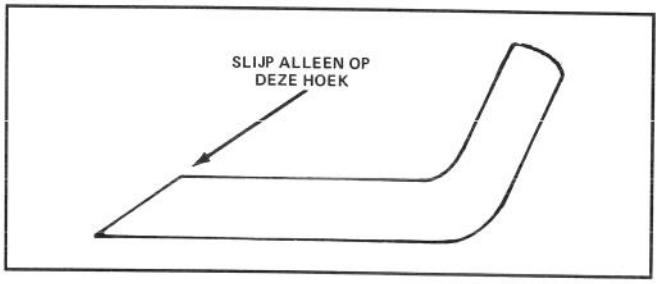

**Afbeelding 26**
**6.** SLIJPEN VAN HET MES—Slijp de bovenkant van het mes (zijde gericht naar bovenkant maaikast) met een vijl en behoud de oorspronkelijke snijhoek (Afb. 26). Het mes blijft in evenwicht, wanneer van beide snijkanten evenveel wordt weggeslepen.